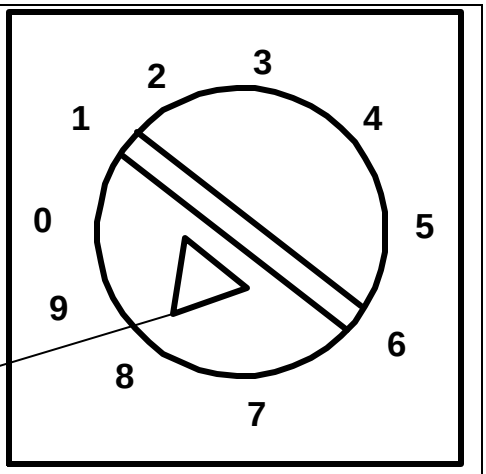

Figure 2-61 Change the Data Transmission Rate (Speed) on DSL
9. If required, adjust the transmission speed rate on the Rate Configuration Switch, located on the rear side of the DSL (Figure 2-61). Both ends of the connection must be on the same speed setting in order to connect and communicate. Default speed setting is 8.